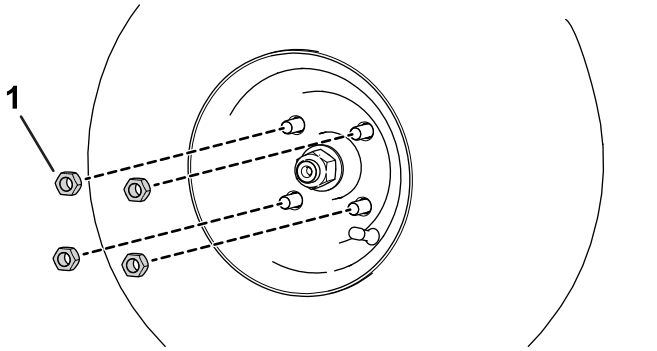

Figur 10
2. Montera hjulmuttrarna (Figur 10).